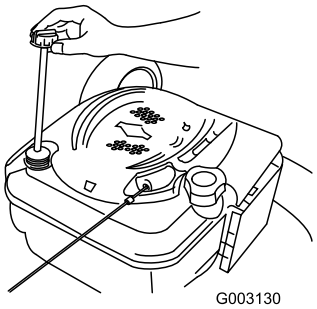

Figur 34
6. Fjern peilestaven fra oljefyllingsrøret (Figur 34).